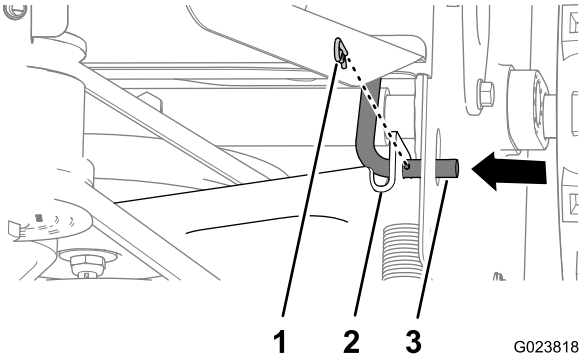

Figur 41
2. Fjern hårnålssplinten fra trekkontrollstaget (Figur 41).
3. Fjern trekkontrollstaget fra trekkontrollbraketten ved å flytte staget innover (Figur 41).
5. Flytt trekkontrollbraketten bakover og plasser hullet i braketten på linje med trekkontrollstaget (Figur 41).
6. Før staget gjennom braketten og fest det med hårnålen (Figur 41).